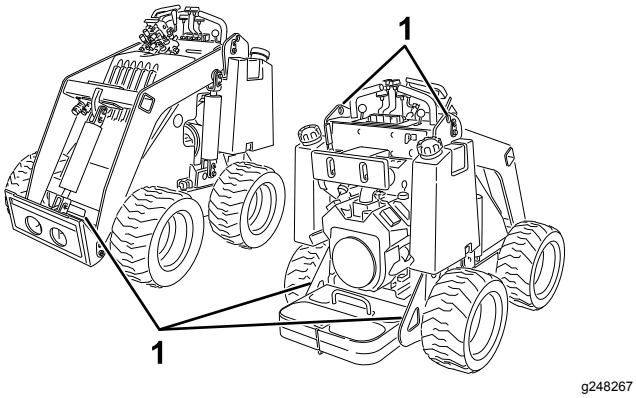

Rysunek 13
8. Zamocuj maszynę do przyczepy lub ciężarówki za pomocą pasów, łańcuchów lub lin, mocując je do metalowych uch na maszynie (Rysunek 13). Zastosuj się do obowiązujących przepisów określających wymogi dotyczące mocowania maszyny.
Maszynę można unieść za pomocą uch mocujących/do podnoszenia, stanowiących punkty podnoszenia, patrz Rysunek 13.